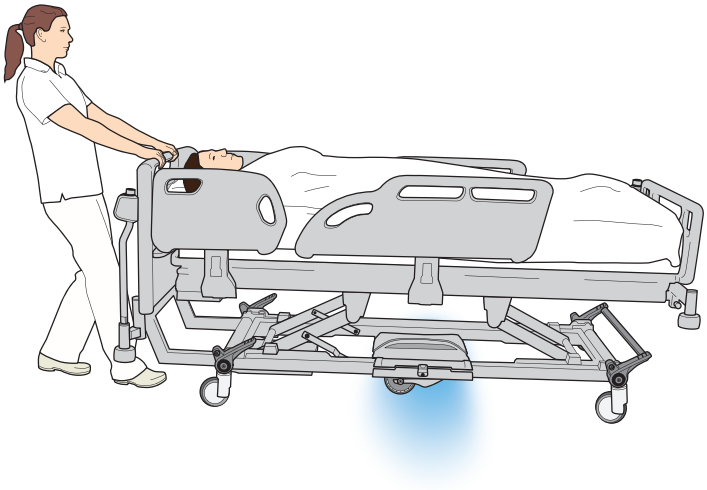

**Fig. 16**
- Dra försiktigt för att minska farten och luta dig bakåt för att stoppa (bromshjälp). **Se fig. 16**
- Kontrollera hastigheten genom att konstant dra lätt vid nedåtgående sluttningar (bromshjälp). *IndiGo* kommer att ge bromshjälp. **Se fig. 16.**